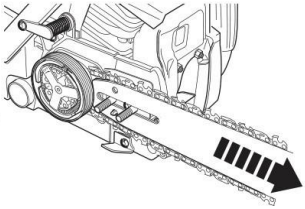

Abb. 8
9. Ziehen Sie beim Spannen der Kette der Säge (14) (Abb.8) das Führungsschwert (13) vorsichtig nach rechts.